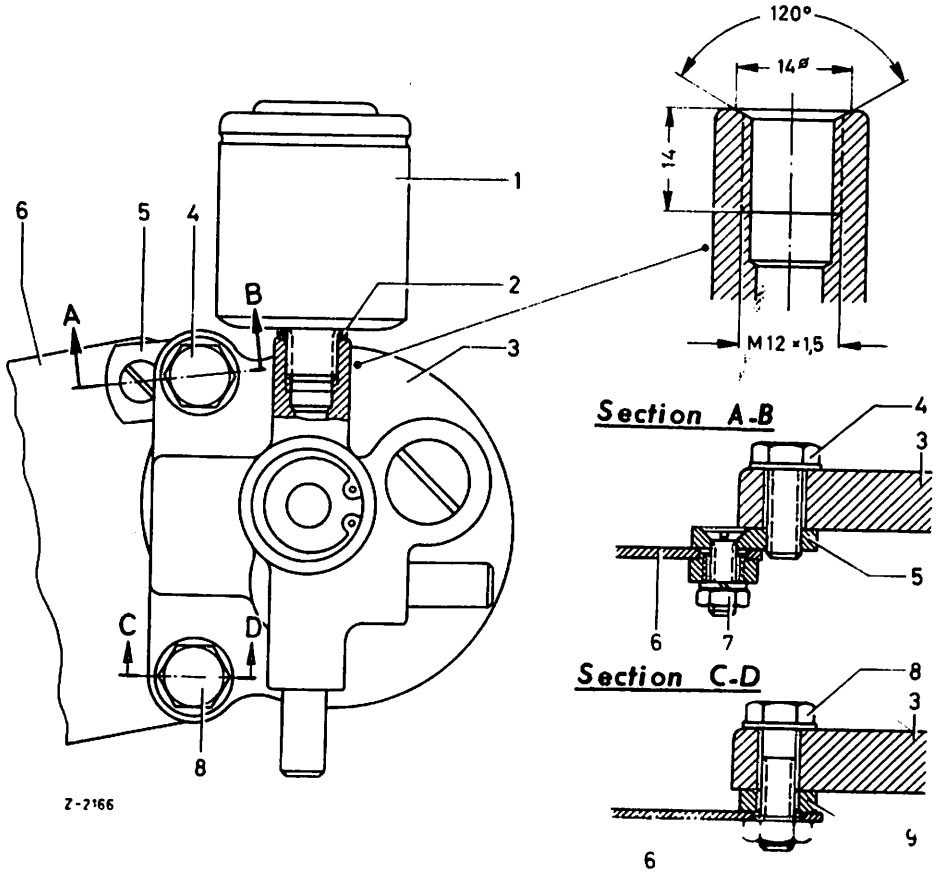

Figure 3
2. Disassemble anti-freeze device. For this purpose, remove container (1) and unscrew screw plug (7), dismount valve housing completely: remove intake valve (5), blowoff valve (6) and nozzle (8) (see Workshop Manual Passenger Cars of August 1959, Job No. 32-17, Illustration 32-10/12).
4. Cut a thread M 12 x 1,5 of 14 mm depth into valve housing. Then bore threaded hole at 120° to a diameter of 14 mm (Figure 3).
7. Install anti-freeze device. For this purpose, insert in the 300 SE Sedans up to Chassis End No. 003568 the two special washers (5) and (9) between bracket and anti-freeze device (Figure 3).